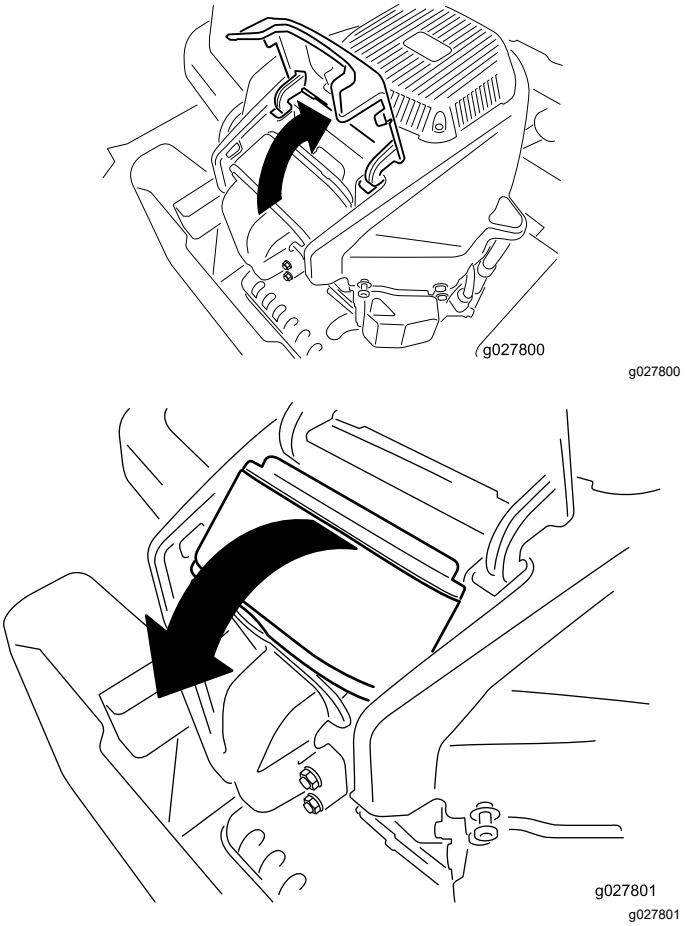

Figure 36
4. Lift the cover and rotate the air-cleaner assembly out of the engine (Figure 36).